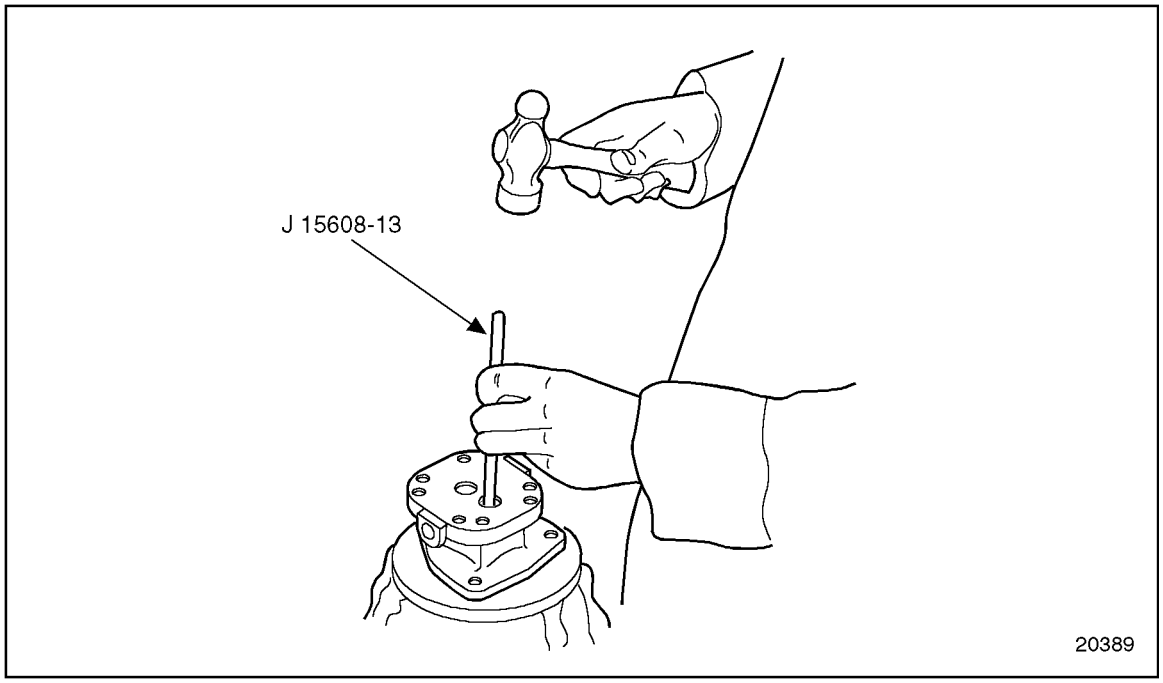

Figure 2-64 Oil Seal Removal
10. Position pump on fixture, J 38767-1, and insert the lip of seal remover, J 1508-13, between the inner and outer oil seals. Tap the tool with a light hammer to drive the outer seal out of the pump body. See Figure 2-64. Discard the outer seal.